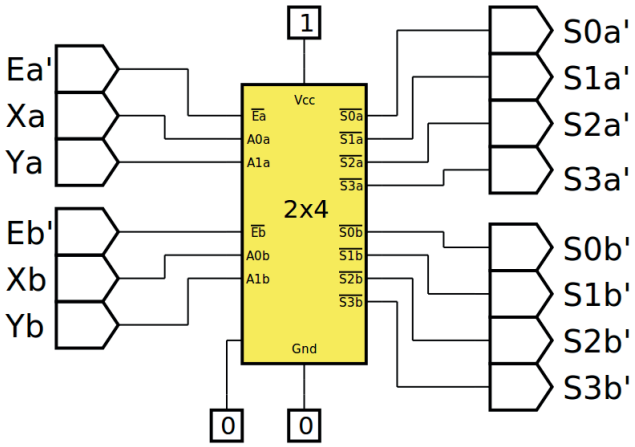

Figura 7.13 – Diagrama esquemático.
4. Utilize um programa de simulação em computador (SmartSim, Atanua, Qucs) faça a simulação do circuito da figura 7.13. Compare os resultados com a tabela 7.3.